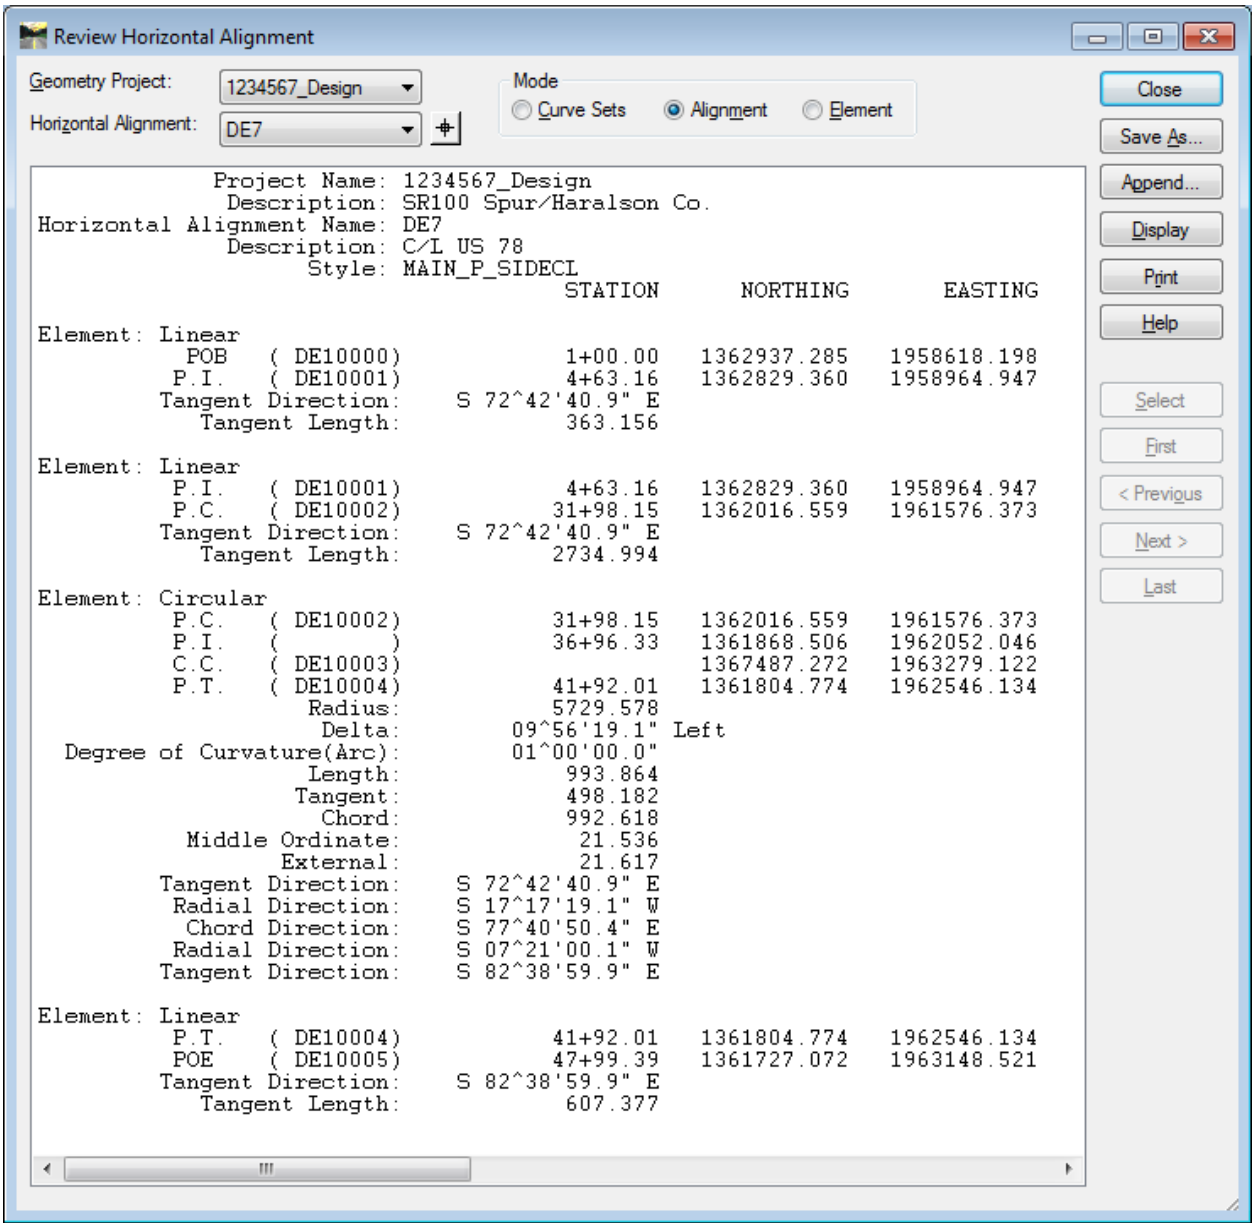

Figure L3-18 Review Horizontal Alignment
25.	**Review Alignment DE7.** • In InRoads, Select **Geometry ► Review Horizontal**. The **Review Horizontal Alignment** Report window opens as shown in *Figure L3-18*. • Notice that the Alignment now begins at **Sta.1+00.00** • Click **Close** to exit the **Review Horizontal Alignment** Report. *The Alignment now depicts a starting Station of 1+00.00.*